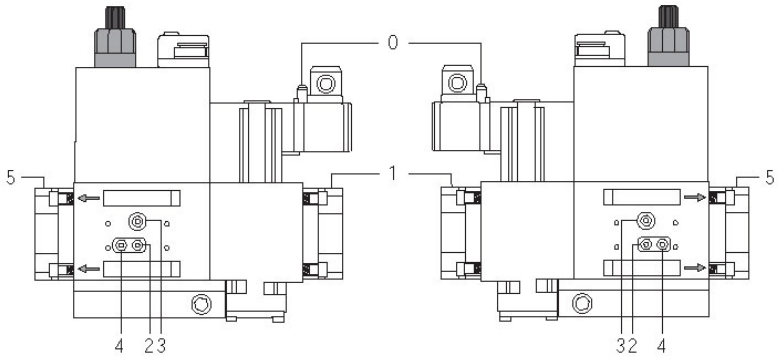
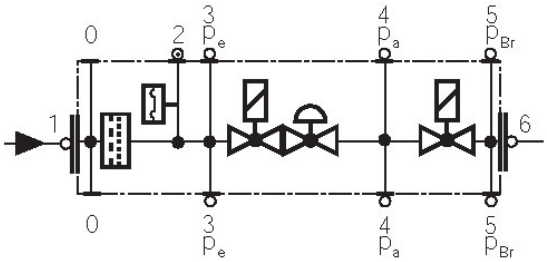

Fig. 43
Fig. 44
- Pulire o sostituire il filtro se la differenza di pressione fra i punti 1 e 2 (Fig. 43-Fig. 44) $\Delta p > 10$ mbar.